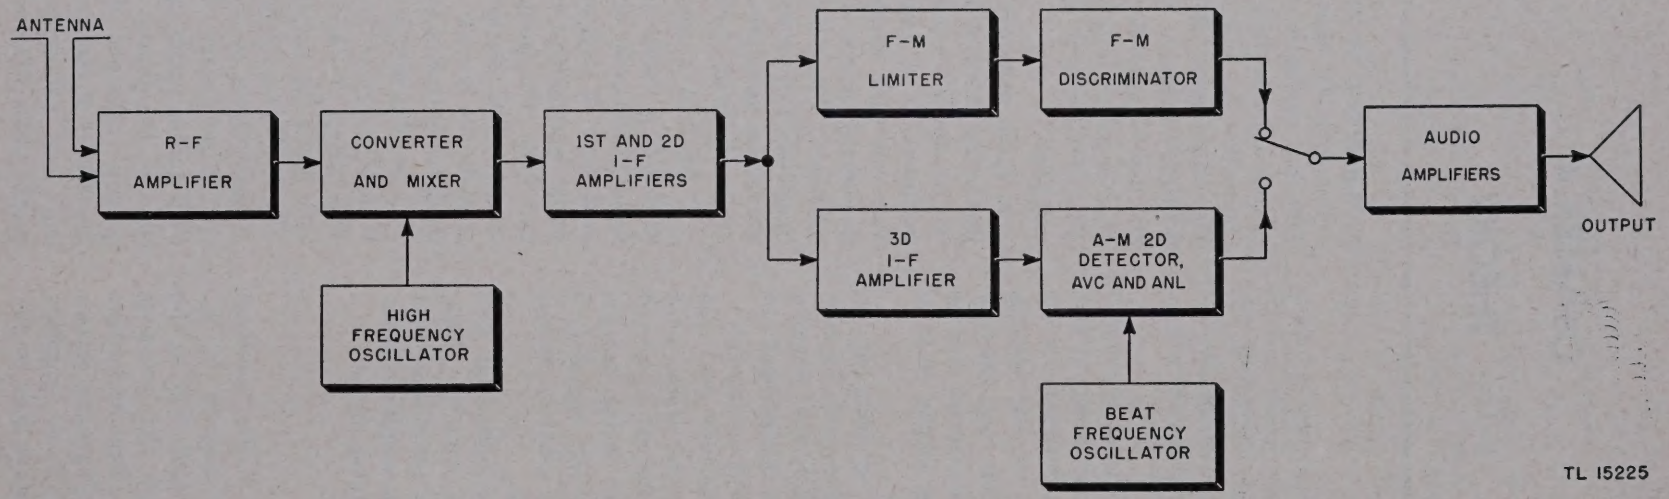

*Figure 8. Radio Receiver BC–787–(*), block diagram.*
*a.* The signal path through Radio Receiver BC–787–(*) is shown in the block diagram (fig. 8). This diagram should be studied with view to the sequence of stages through which the incoming signal passes before it reaches the output terminals.